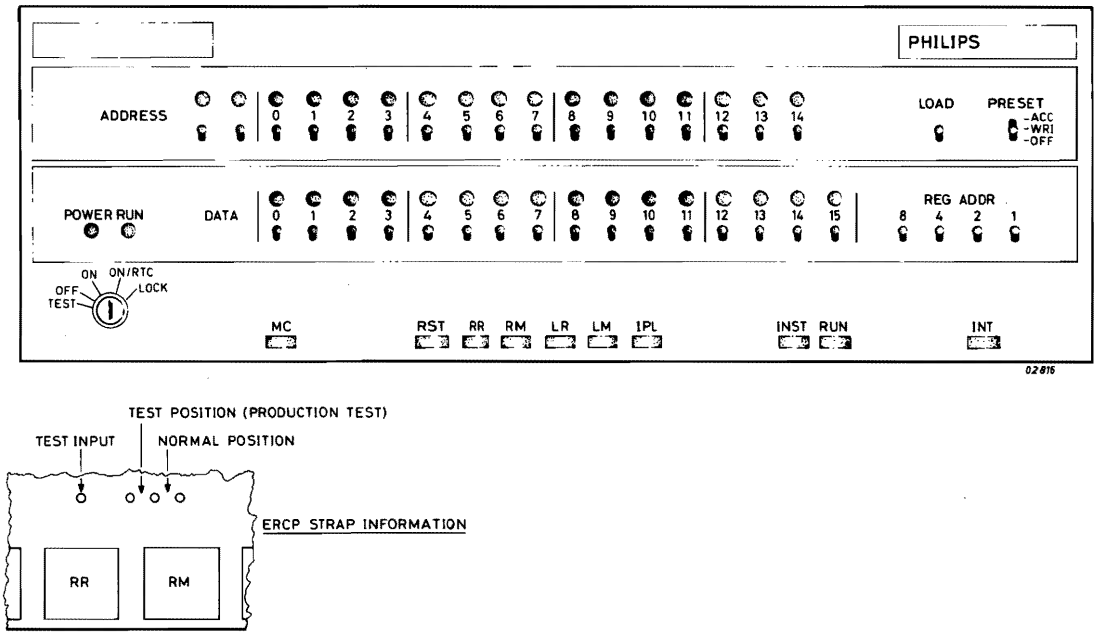

Figure 1.1 ERCP FRONT PANEL AND STRAPPING
1.6.1 STRAP-SETTING (SEE FIGURE 1.1)